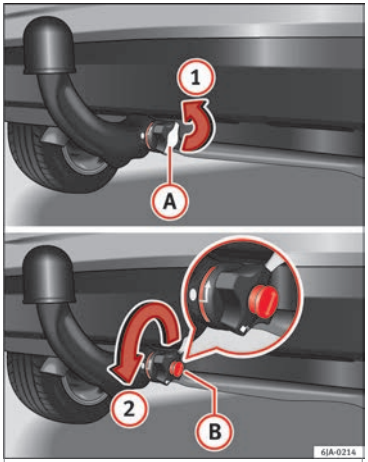
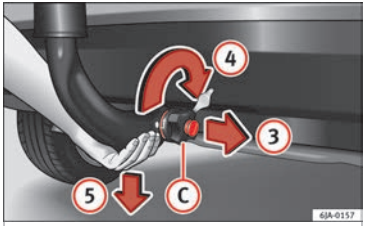

Fig. 105 Remove the key slot cover/unlock with the key.
Fig. 106 Unblock the ball-headed bar.
– Remove cover (A) from over the regulator key slot in the direction of arrow (1) ››› **Fig. 105**.
– Insert key (B) in the key slot.
– Open the manual regulator lock by turning key (B) fully to the left in the direction of arrow (2). The arrow on the key points to the "unlocked" symbol.
– Hold the ball-headed bar from underneath ››› **Fig. 106** and remove manual regulator (C) with your other hand in the direction of arrow (3).
– Turn the removed regulator fully in the direction of arrow (4) and hold it firmly in this position.
– Remove the ball-headed bar from the clamping bush, pulling downward in the direction of arrow (5).